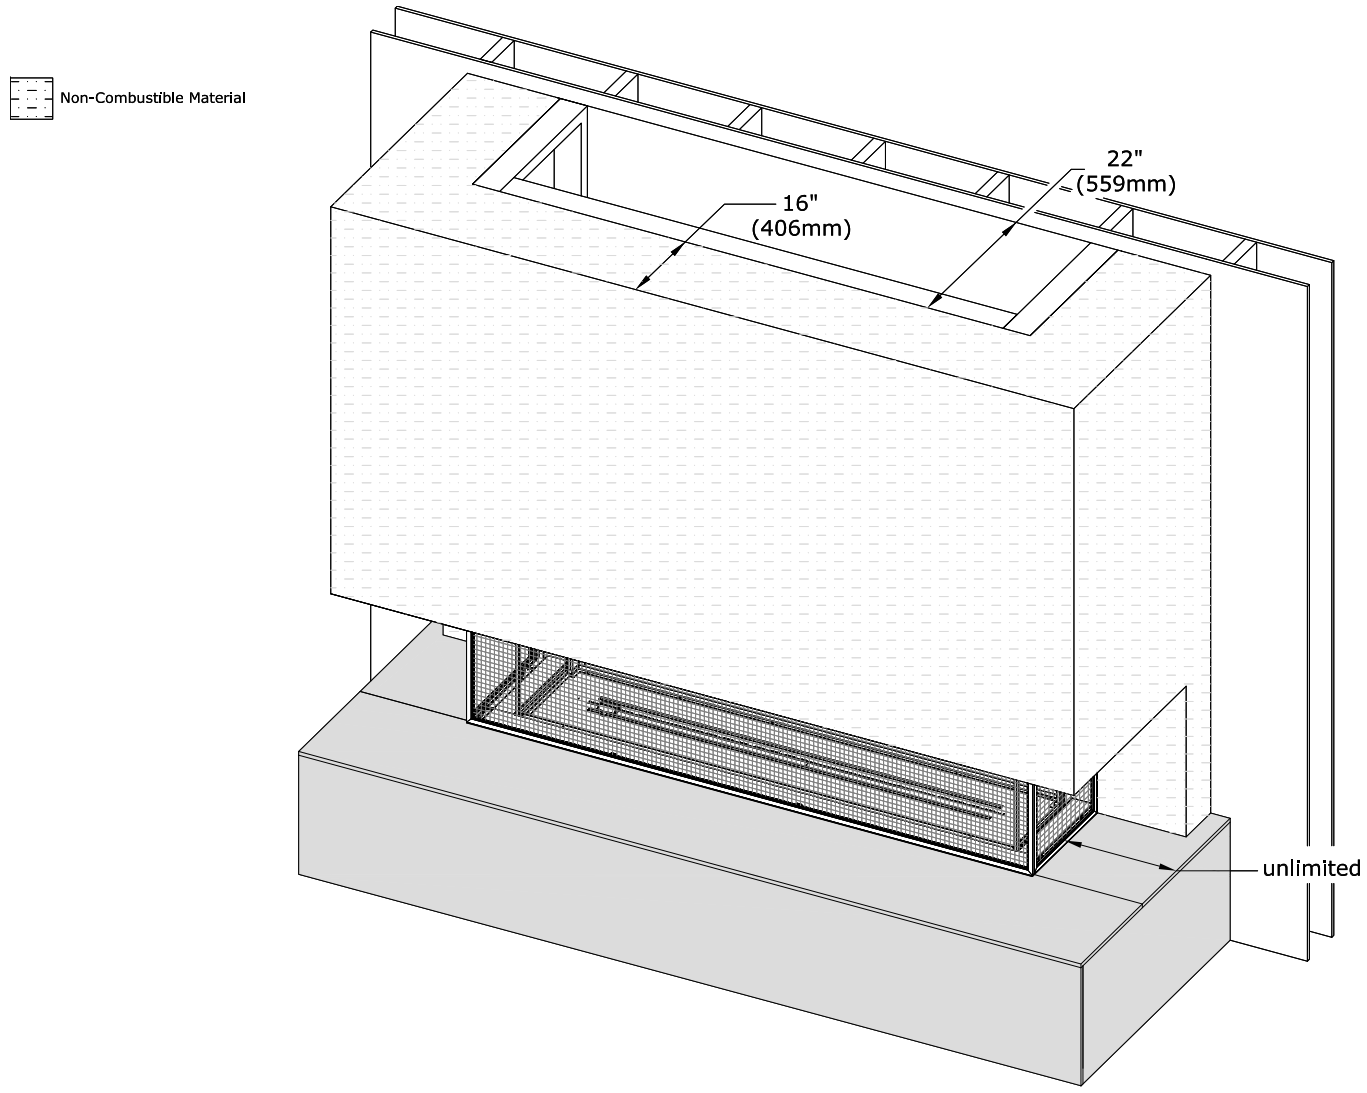

Figure 3.29 - Front and Side Projection
- **Non-combustible Mantel Projections**: A maximum of a 16” (406mm) non-combustible mantel projection is allowed to start at 0” (0mm) front and side top finishing edges of the fireplace. See Figure 3.29.
- **Non-combustible Chamber Projection:** A maximum of a 16” (406mm) non-combustible chamber projection can be installed flush at the front and side top finishing edges of the fireplace. See Figure 3.29.